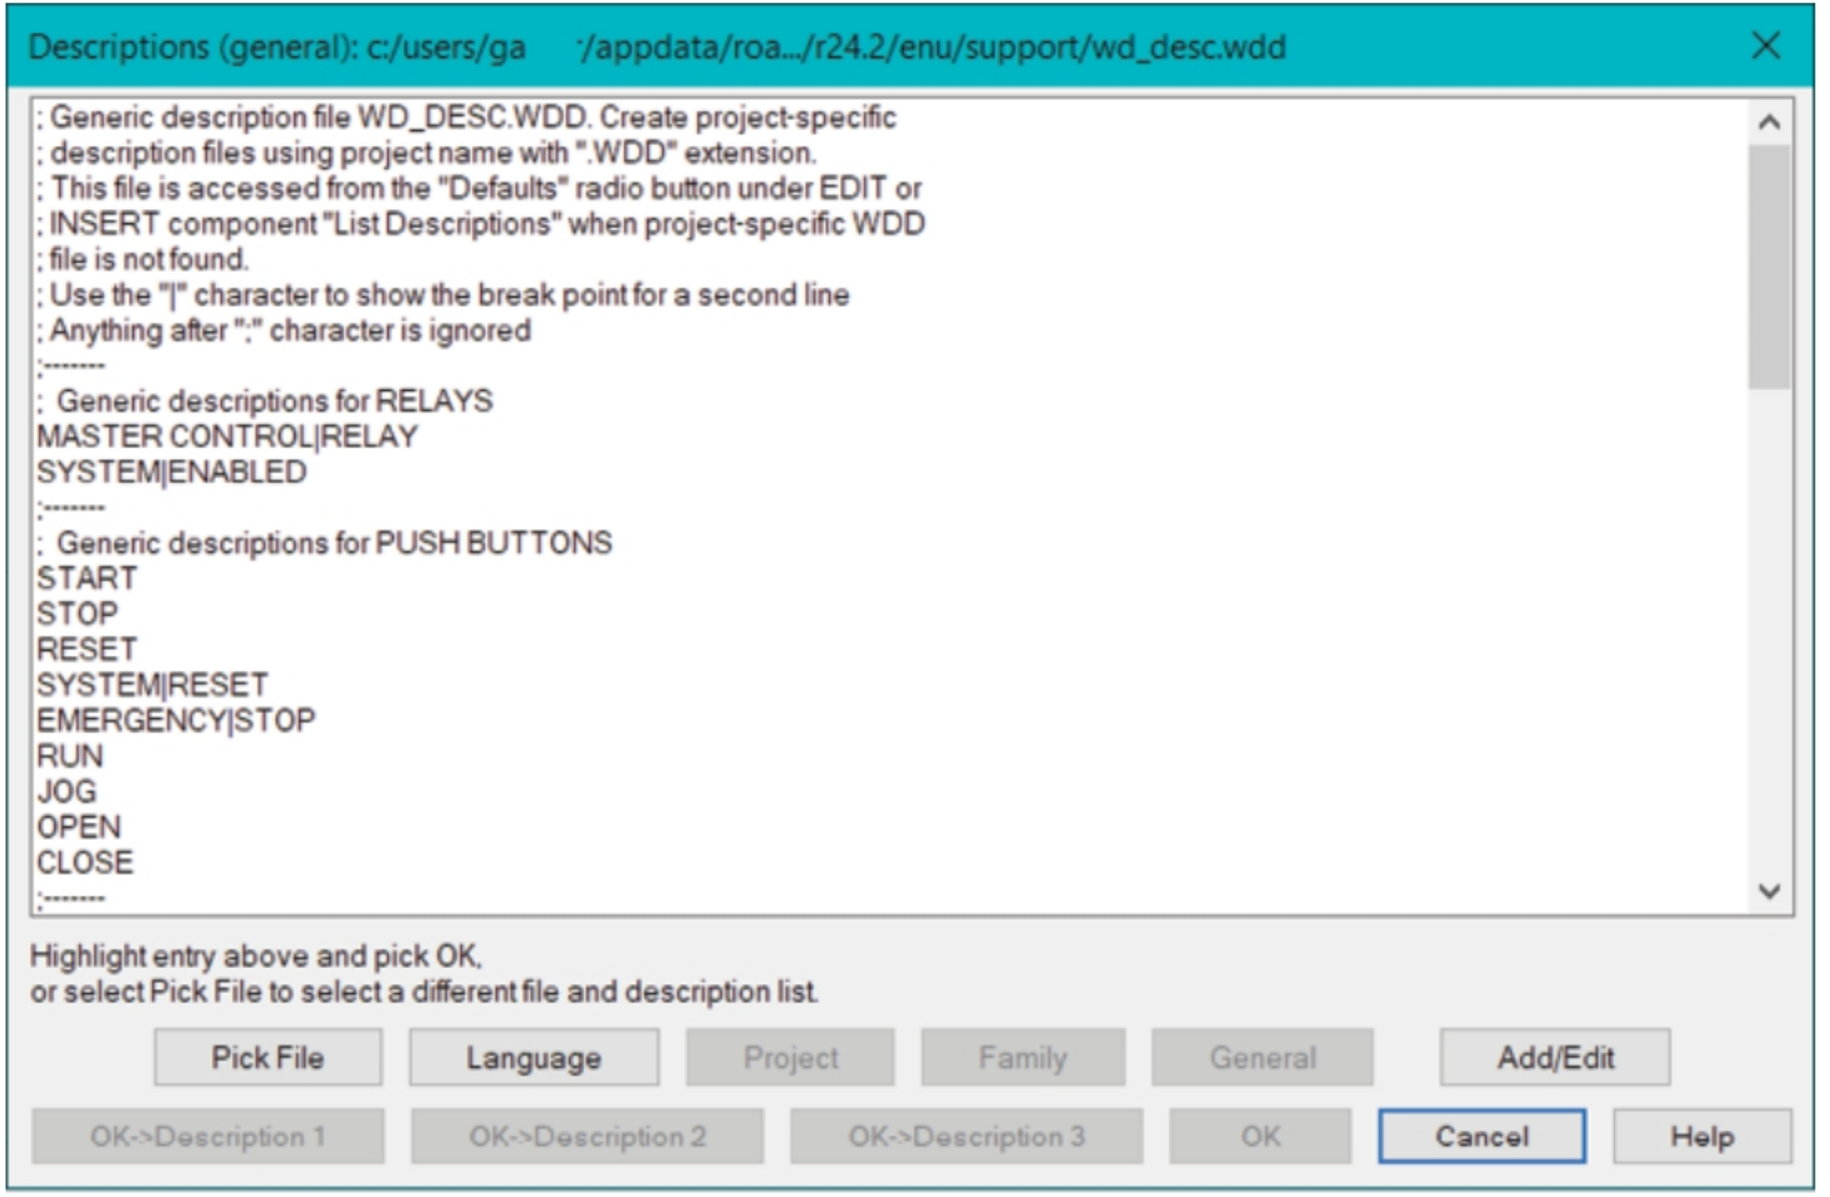

Figure-19. Descriptions dialog box
- You can also select the description from the default description list. To do so, click on the **Defaults** button in this area. The **Descriptions** dialog box will be displayed; refer to Figure-19.